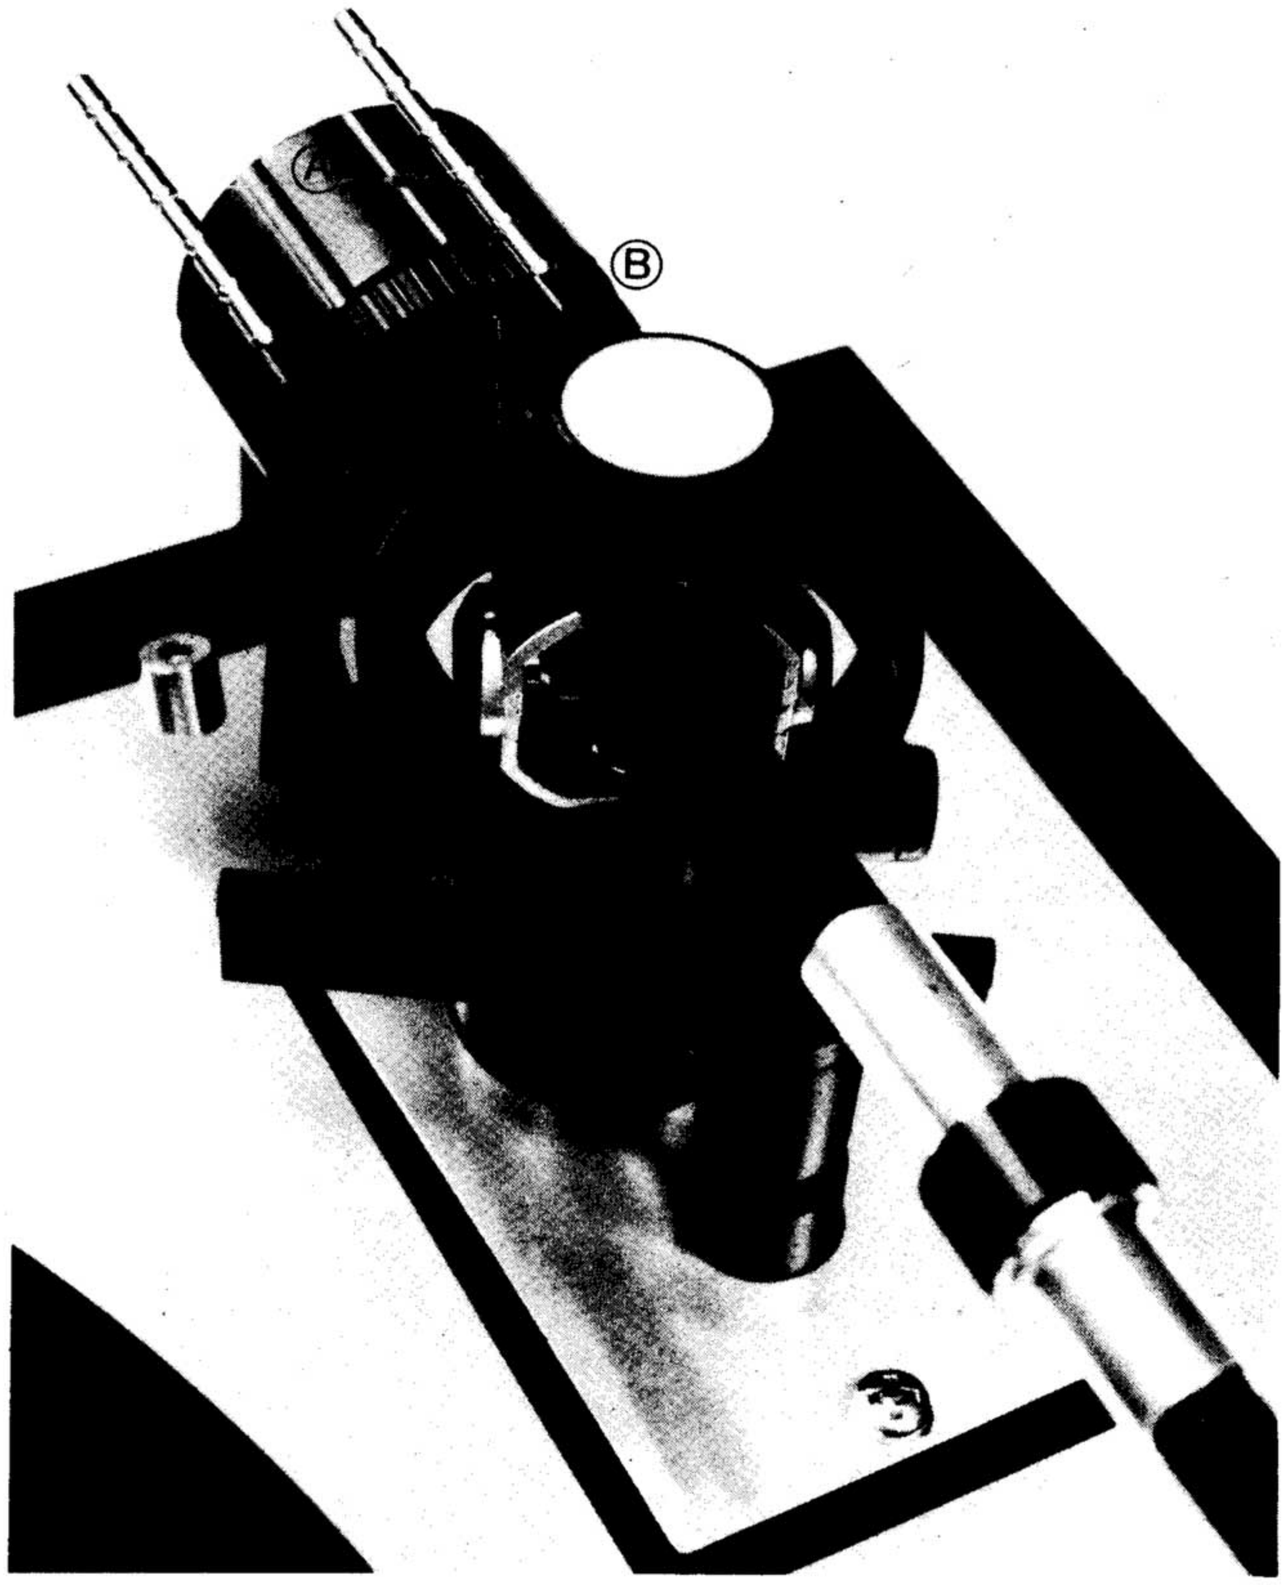

Figura 10
Fissare il contrappeso provvisoriamente nella sua posizione sulla parte posteriore del braccio, girando la vite zigrinata (vedere figura 10 sezione V). Togliere il coperchio dalla parte superiore dell'imballo e fissarlo alle cerniere ③ sulla base del giradischi (figura 1).
Posizionare il braccio in una posizione intermedia tra il bordo del piatto e l'asta di fermabraccio. Tenere il braccio con una mano per evitare di danneggiare la puntina. Ruotare il contrappeso AB (figura 10) facendolo spostare lungo l'estensione posteriore del braccio finchè questo rimane orizzontale in una posizione di equilibrio.
In figura 10 viene rappresentato un peso di lettura di 1 g.